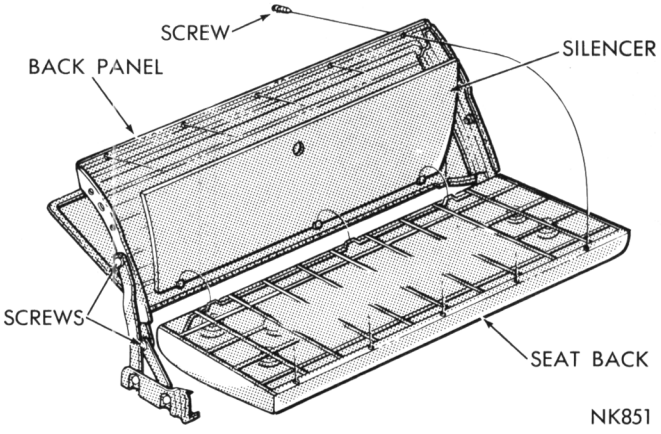

Fig. 27—Second Seat Back
(1) Remove screws attaching seat back to hinge assemblies (Fig. 27).
(2) Release catches from seat back and remove assembly.